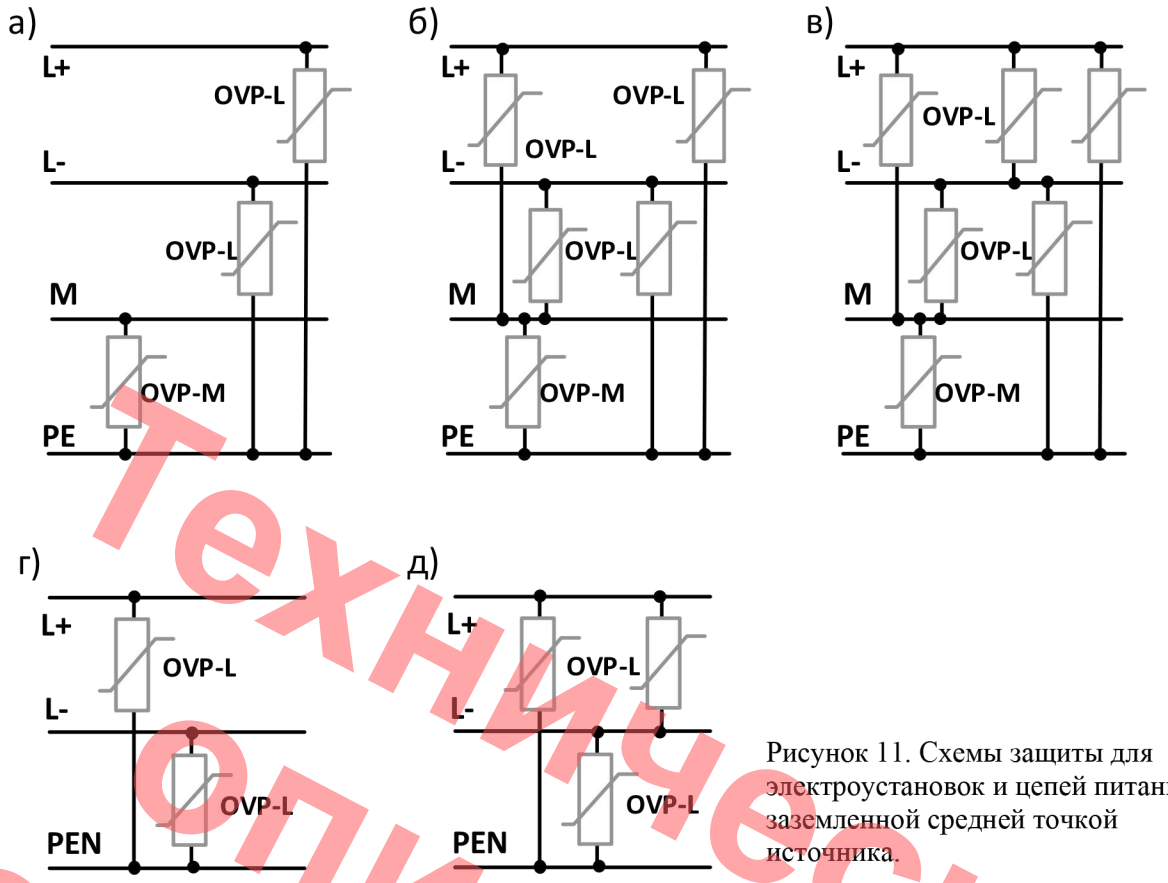

Рисунок 11. Схемы защиты для электроустановок и цепей питания с заземленной средней точкой источника.
- электроустановка **TN-S** или **TN-C-S** (после разделения проводников **M** и **PE**), защита от синфазных помех (см. рис. 11а);
- электроустановка **TN-S** или **TN-C-S** (после разделения проводников **M** и **PE**), защита от синфазных и дифференциальных помех (см. рис. 11б);
- электроустановка **TN-S** или **TN-C-S** (после разделения проводников **M** и **PE**), защита от синфазных и дифференциальных помех (см. рис. 11в);
- электроустановка **TN-C**, защита от синфазных помех (см. рис. 11г);
- электроустановка **TN-C**, защита от синфазных помех и дифференциальных помех (см. рис. 11д).